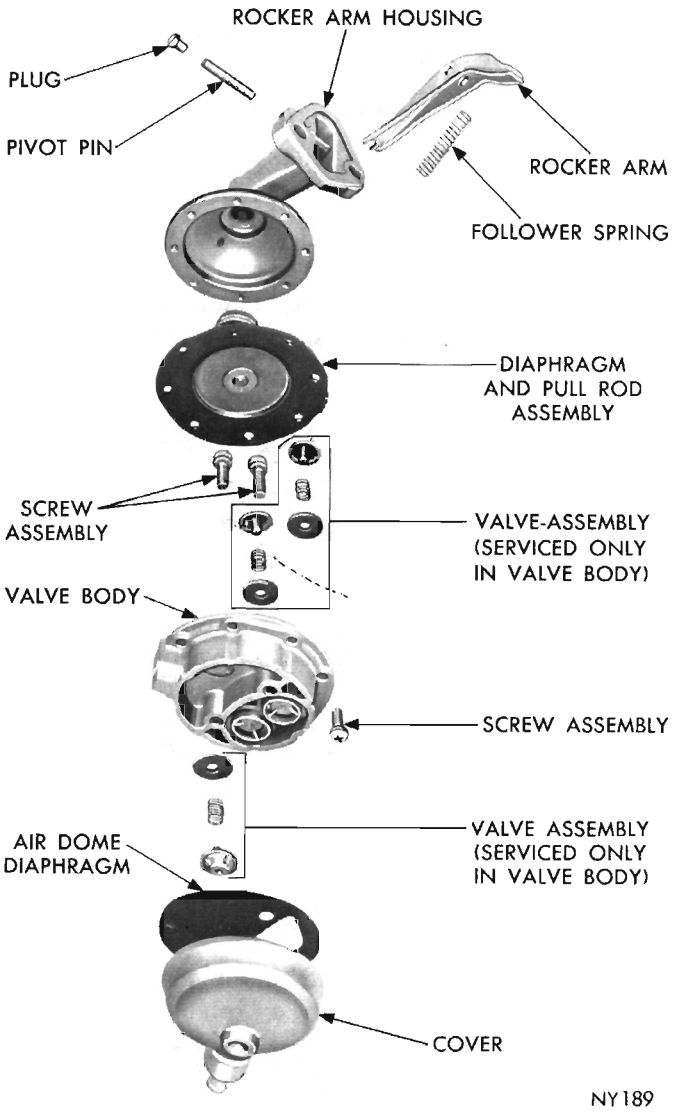

Fig. 5—Fuel Pump (Exploded View) MS-4024S (Hemi Engine)
(1) Remove the pivot pin plug, using Tool T109-43 (Fig. 5).
(2) Disengage the rocker arm follower spring from the rocker arm and rocker arm housing.
(3) Turn the pump on its side (pivot pin hole down) and rap gently to remove the pivot pin.
(4) Disengage the rocker arm from the diaphragm pull rod, by sliding rocker arm out of housing.
(5) Remove the screws that attach the valve body to the rocker arm housing. Separate the valve body and rocker arm housings, and lift out the diaphragm and pull rod assembly.
(6) Remove the screws that attach the valve body to the valve housing cover. Separate cover and valve body and remove the outlet air dome diaphragm.
ASSEMBLING FUEL PUMP (Fig. 5)